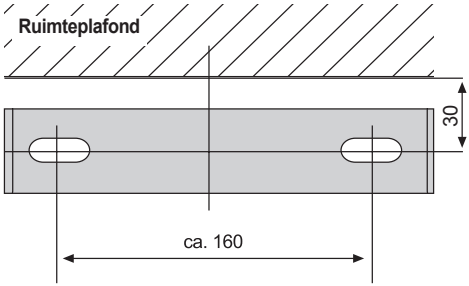

Afb. 15
De montageplaat (9) (Afb. 15) met twee schroeven 4x45 mm (12) en twee plugs 8 mm (13) aan de wand bevestigen. De afstand van de montageplaat (6) overeenkomstig de volgende schets (Afb. 15) kiezen.